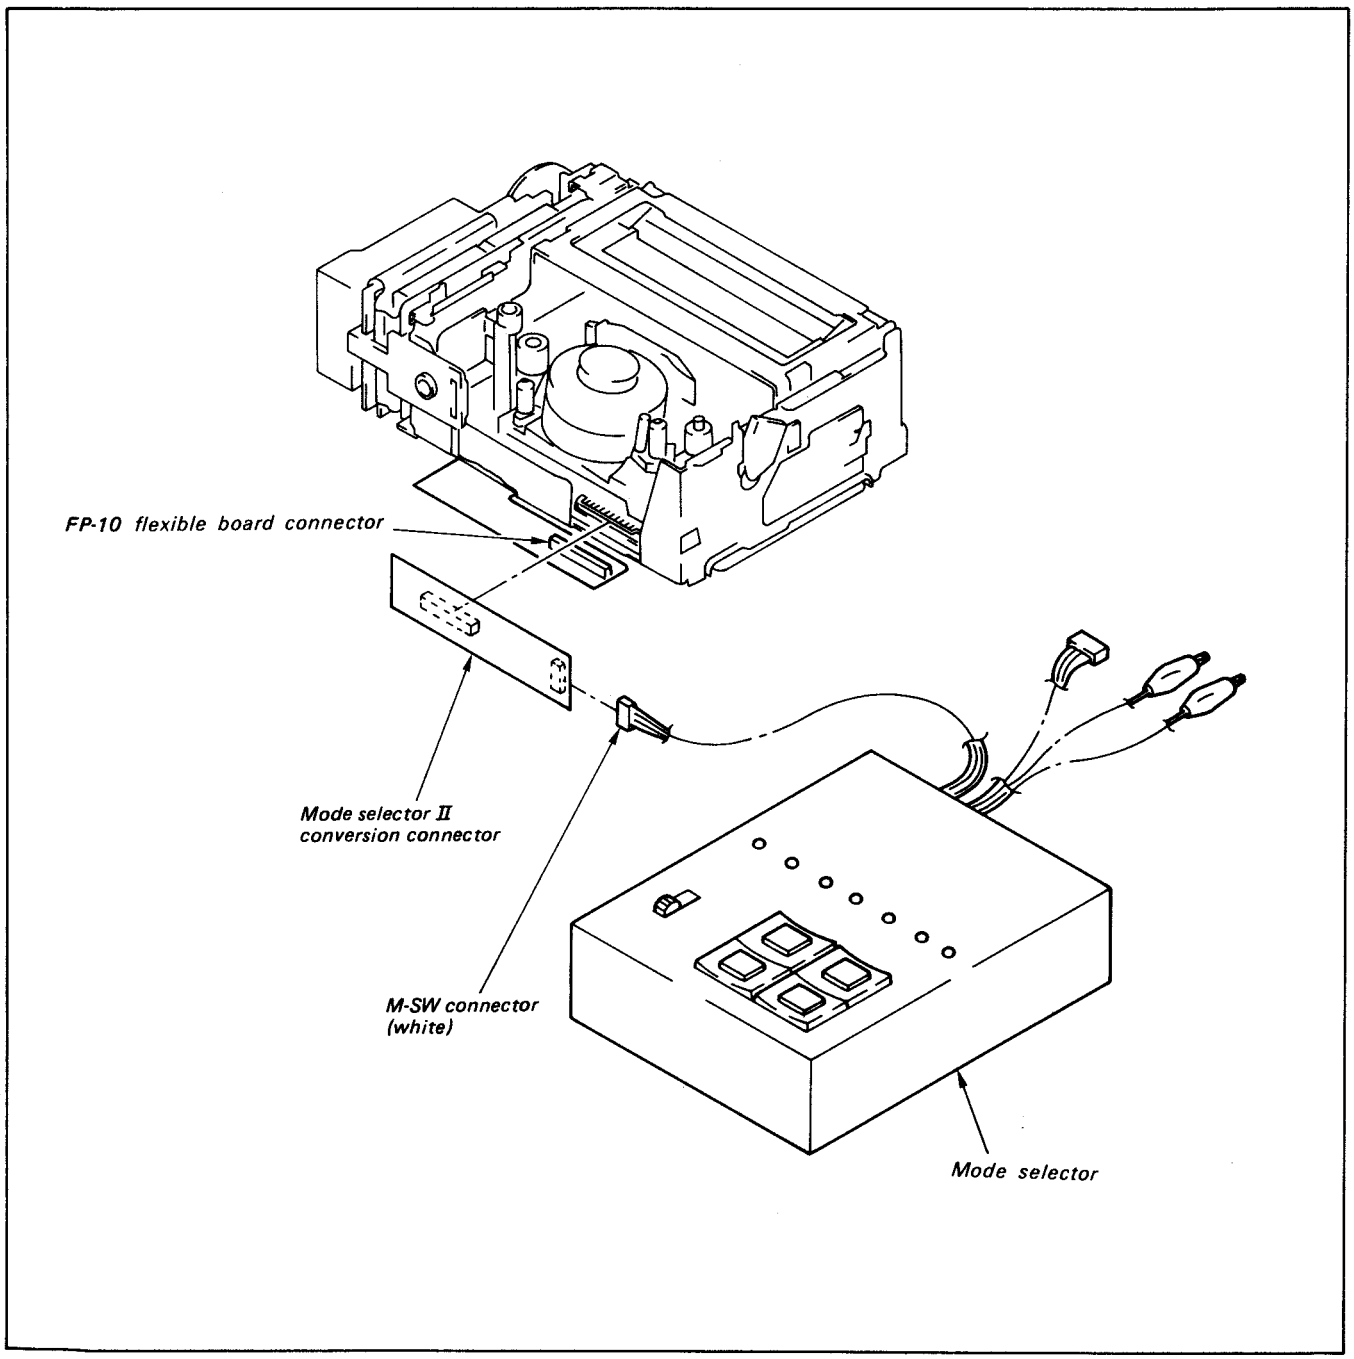

Fig. 2-9
3) Insert M-SW connector into mode selector II conversion connector. (See Fig. 2-9)